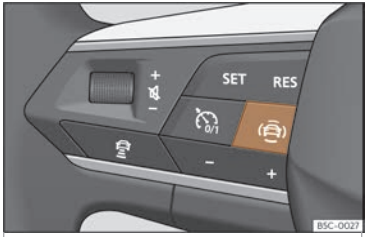

Fig. 63 Costat esquerre del volant multifunció:tecla per als sistemes d'assistència al conductor (segons versions).
- Premeu el botó ››› **fig. 63** per obrir el menú **Asistentes**.